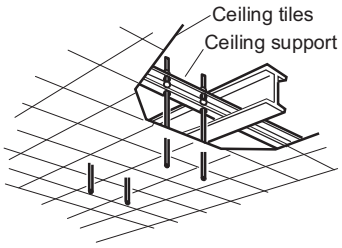

Fig. 1-39
b) Use existing ceiling supports or construct a suitable support (Fig. 1-39).